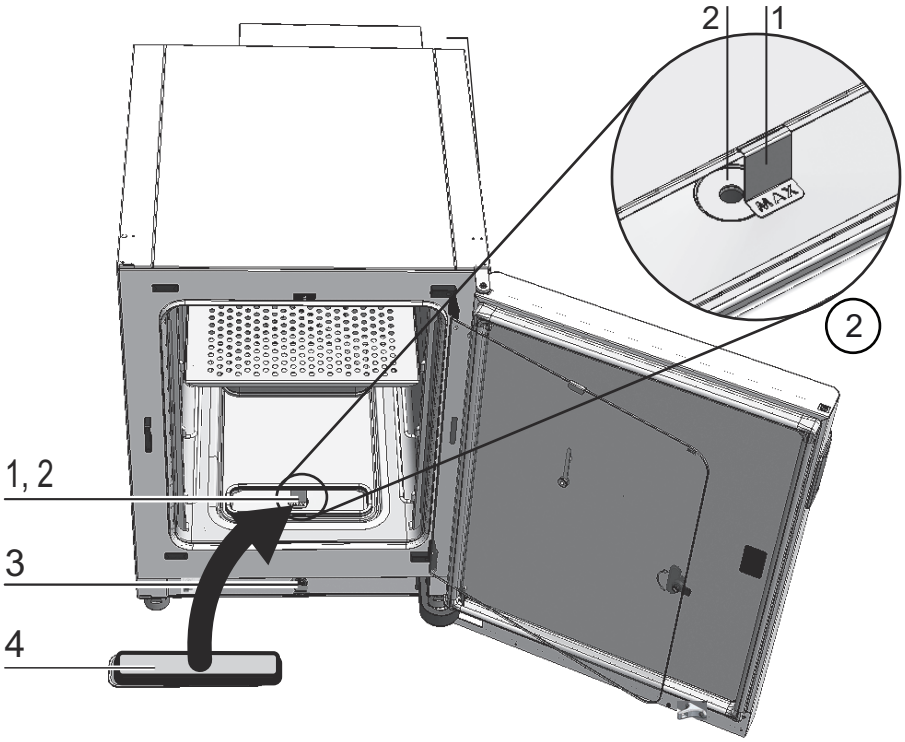

图 4-2. 液位指示器 “MAX” 和预滤器
1. 确保软管已经从排放阀 (3/ 图 4-2) 拔掉。
2. 检查在水箱前面部分中的排水口 (2/ 图 4-2) 是否通畅，通过设备正面的排放阀 (3/ 图 4-2) 对水箱排空时，排水口必须通畅。
4. 将预滤器 (4/ 图 4-2) 装入到水箱盖子中。